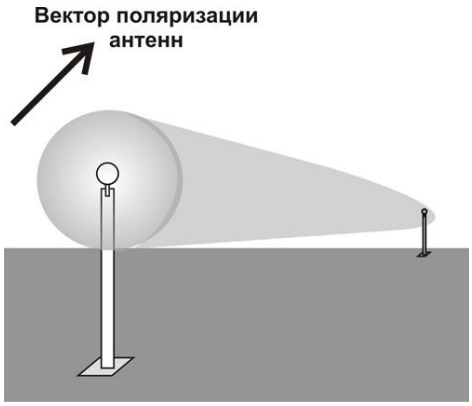
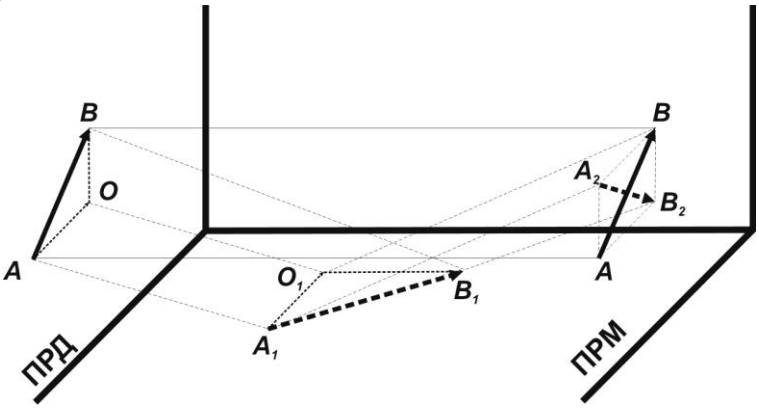

Рис.6.2
Рис. 6.3
6.1.1.2 Установка БПРМ и БПРД вертикально относительно поверхности земли (рис. 6.2) соответствует наклонной ориентации вектора поляризации антенн. Принцип работы извещателя с наклонной ориентацией вектора поляризации запатентован («Радиоволновой способ обнаружения объектов», Патент РФ №2348980). Плоско поляризованное электромагнитное поле (чувствительная зона) формируется между БПРД и БПРМ в виде вытянутого эллипсоида вращения, причем вектор поляризации АВ формируется под углом ≈ 45° по отношению к прилегающим поверхностям (земле, заграждению и др., рис. 6.3). Отраженные от